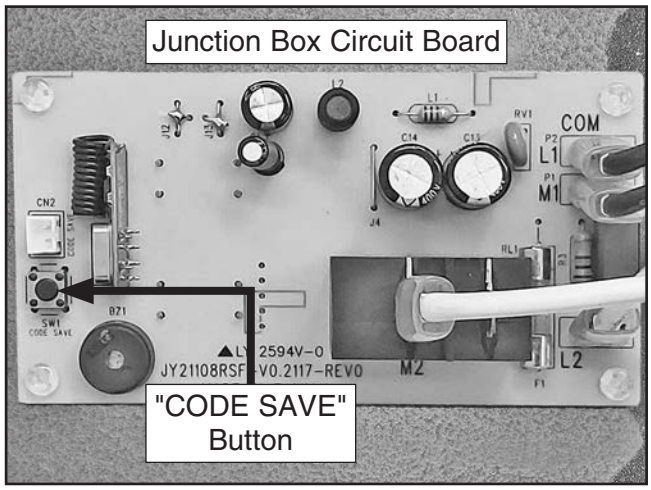

Figure 25. Location of "CODE SAVE" button on junction box circuit board.
2. Remove junction box cover and locate circuit board attached to rear of cover (see **Figure 25**).
3. Press and hold "CODE SAVE" button (see **Figure 25**) on circuit board with wood dowel until it beeps once.